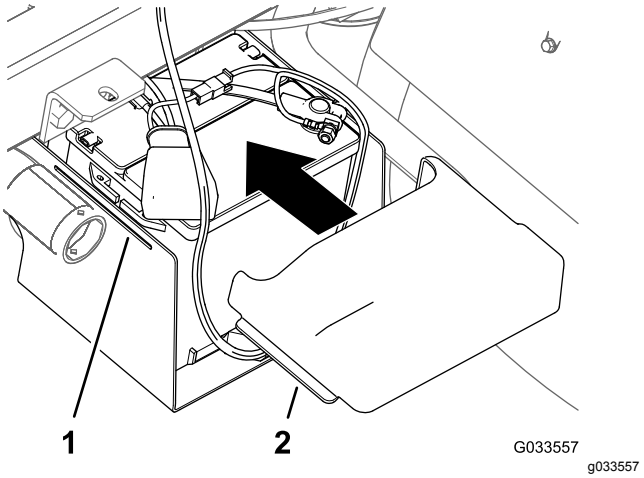

Figur 33
10. Klem sidene på batteridekselet, plasser tappene på dekslet på linje med slissene på batteribasen og slipp batteridekselet (Figur 33).